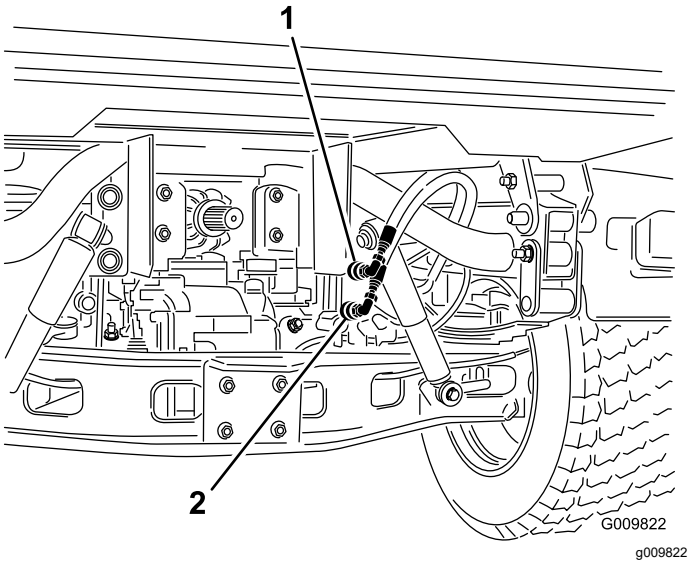

Figur 74
2. Koppla bort båda maskinernas snabbkopplingsslangar från slangarna som sitter fast vid kopplingsfästet (Figur 74).